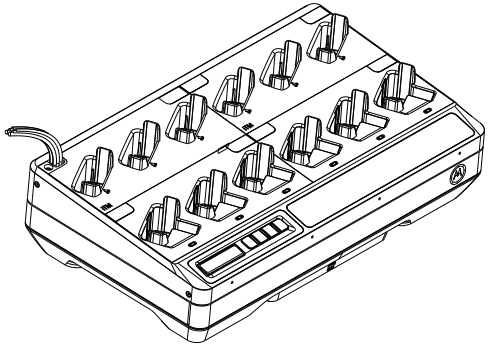

図 15: すべてのケーブルを充電器の左上または右上から送り出す
6. すべてのケーブルを充電器の左上または右上から送り出します (図 15 を参照してください)。